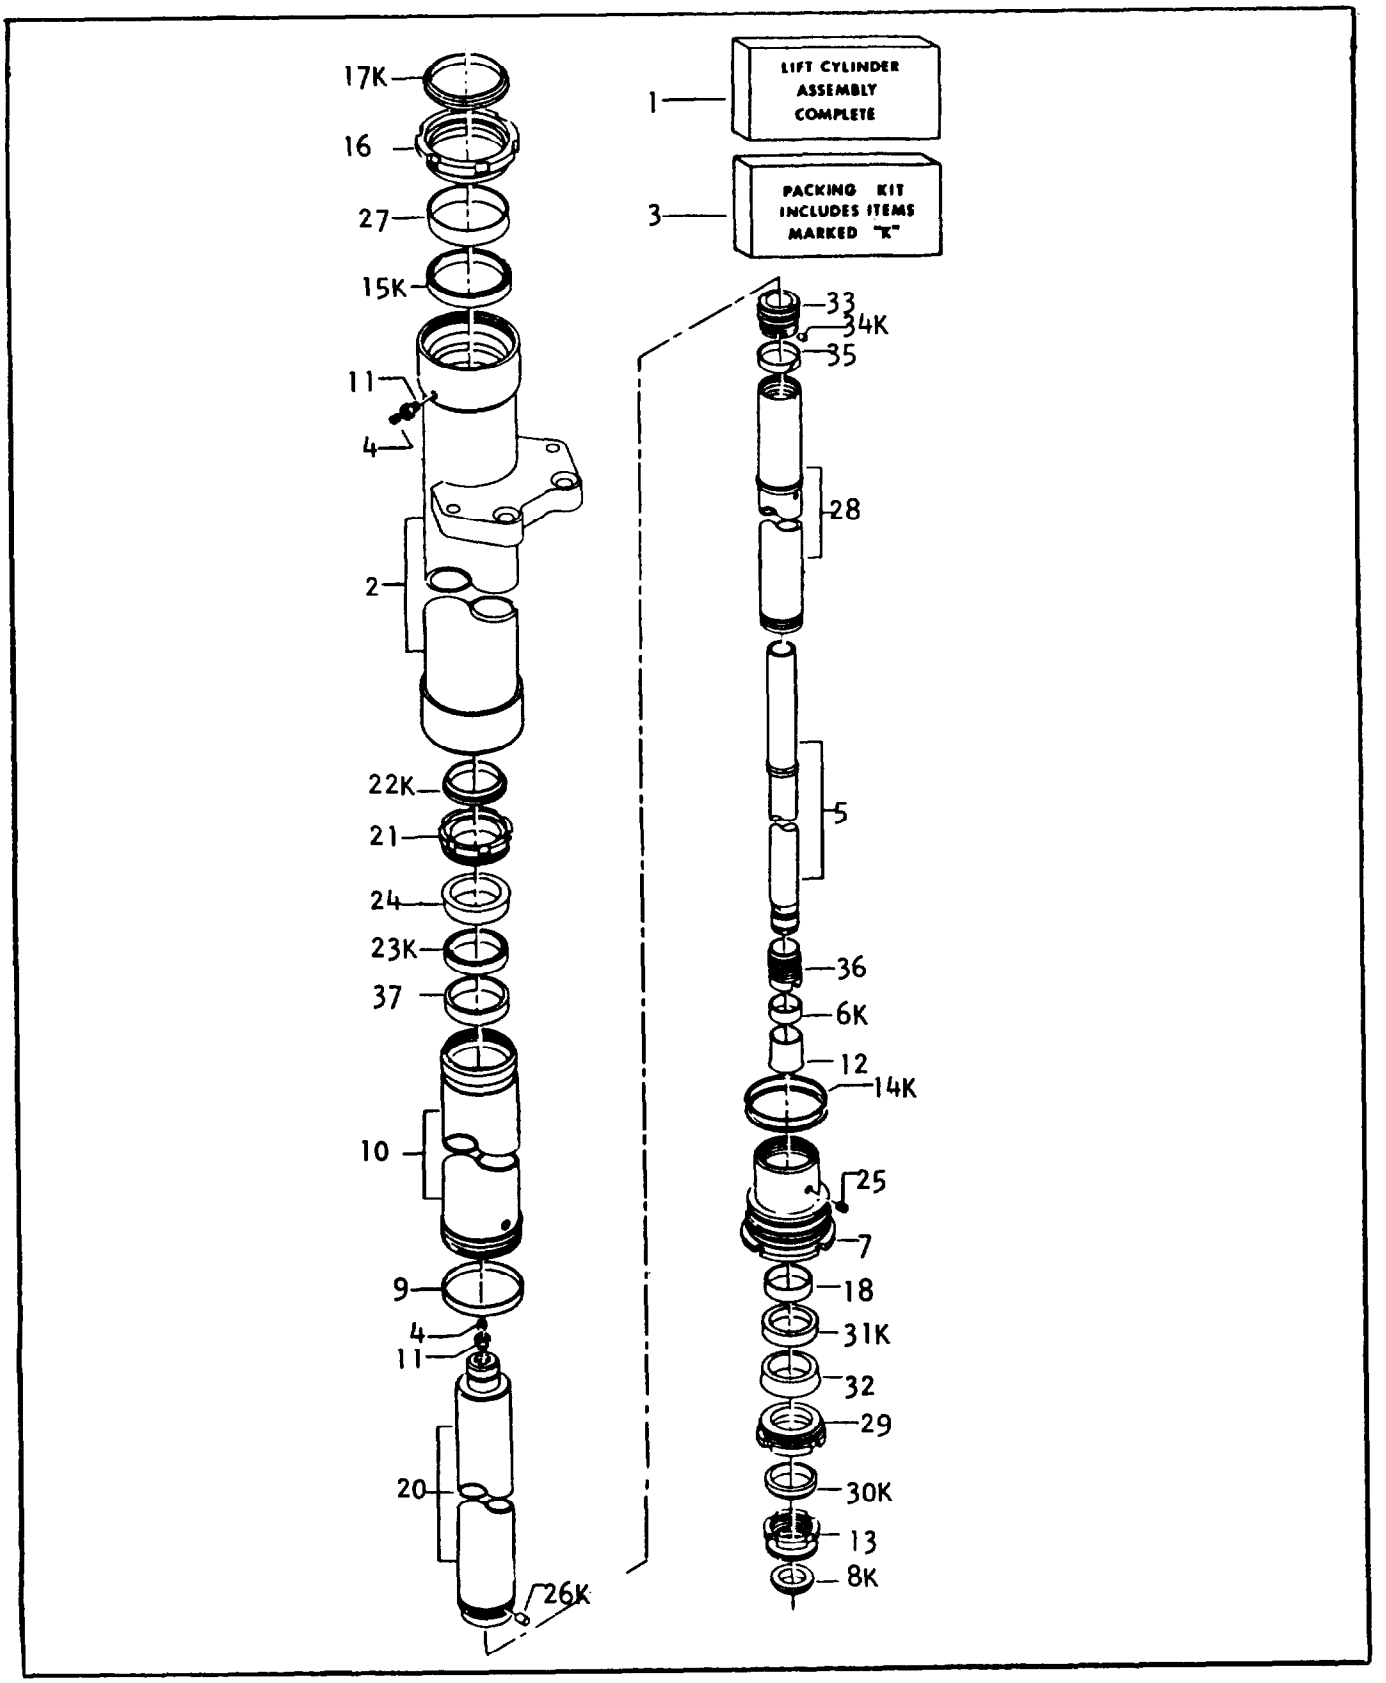

Figure 5-146. Lift Cylinder
a. Refer to figure 5-146 for parts identification and proceed as follows:
LEGEND FOR FIGURE 5-146